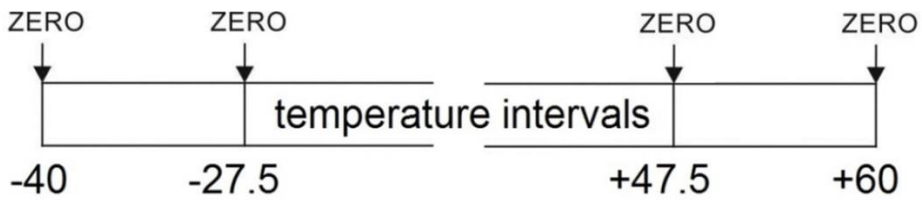

**Fig. 16. Scheme of adjusting the temperature coefficients**
5. When temperature is stable, for each of 9 points of temperature range send <ZERO> command, by which a current temperature ADC value and ratio $S_t$ value (see Table 17) are written to sensor memory (see Fig. 16).